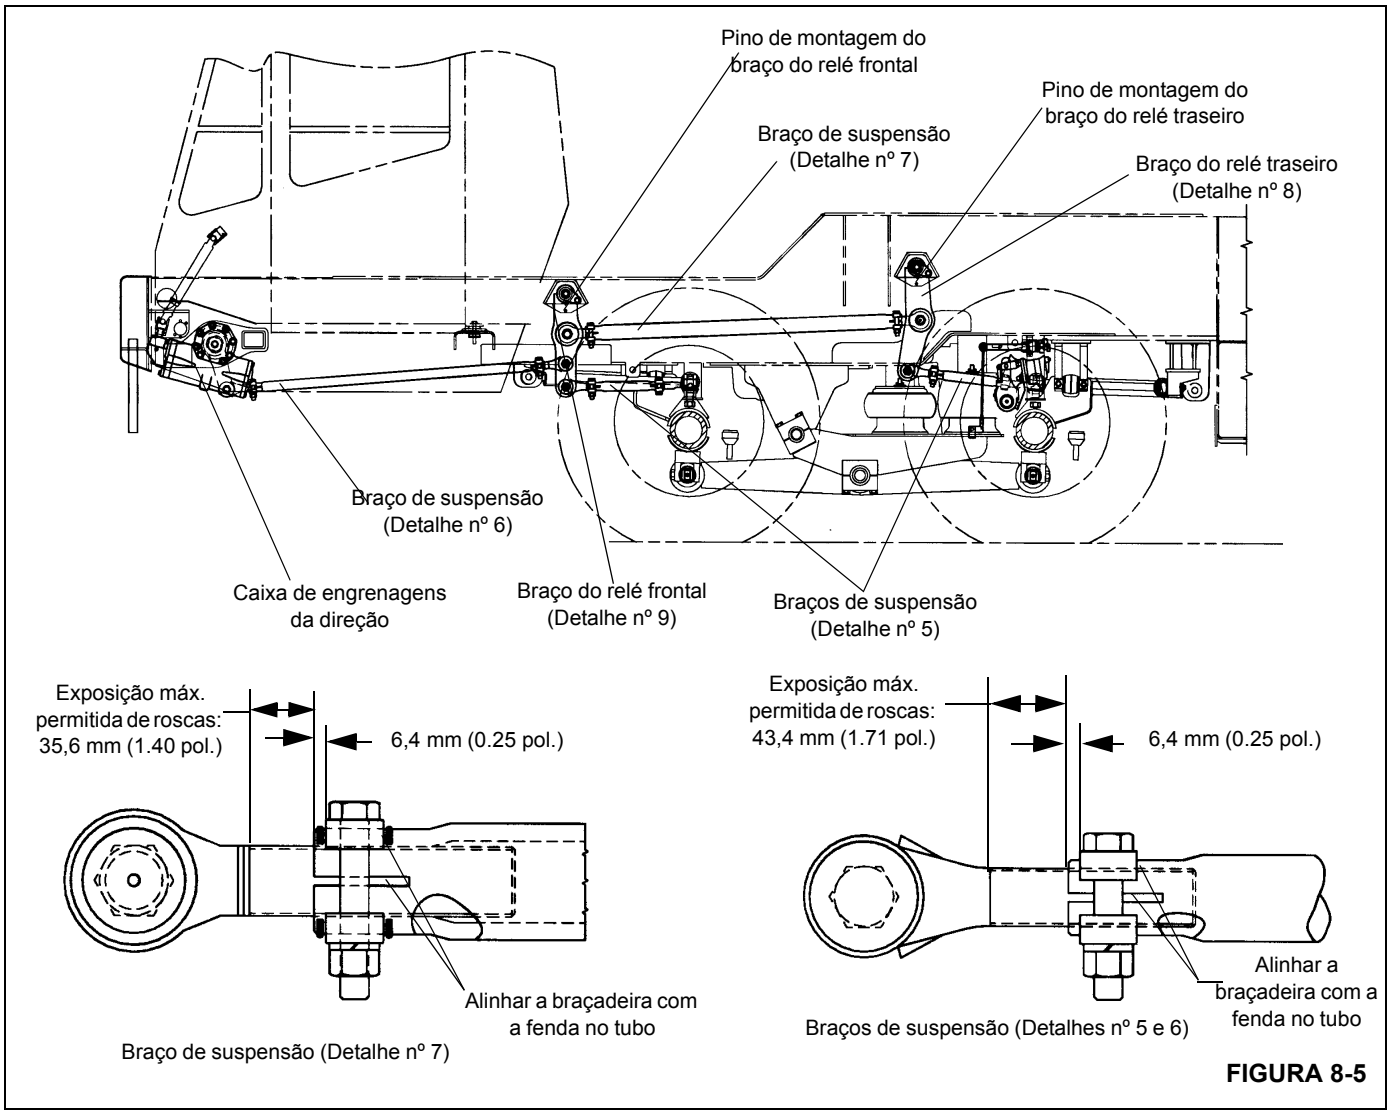

FIGURA 8-5
NOTA: Todos os números de detalhes fazem referência à Figura 8-5.
7. Verifique se as extremidades das hastes em todos os braços de suspensão estão dentro dos limites especificados mostrados na Figura 8-5.
9. Consulte a Figura 8-5 e ajuste os braços de suspensão (Detalhe 5) conforme necessário, de forma que a distância da linha esticada até a parte dianteira de cada roda seja a mesma distância da linha esticada até a parte traseira da mesma roda, até 1,5 mm (0,06 pol.). Verifique se as extremidades da haste dos braços de suspensão estão dentro dos limites especificados na Figura 8-5.